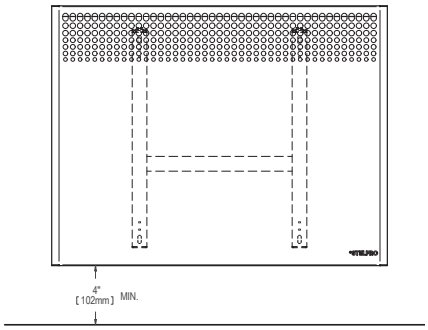

FIGURE 6
4. L'appareil installé au mur devrait être à 4 po (10,2 cm) minimum du sol. (FIGURE 6)